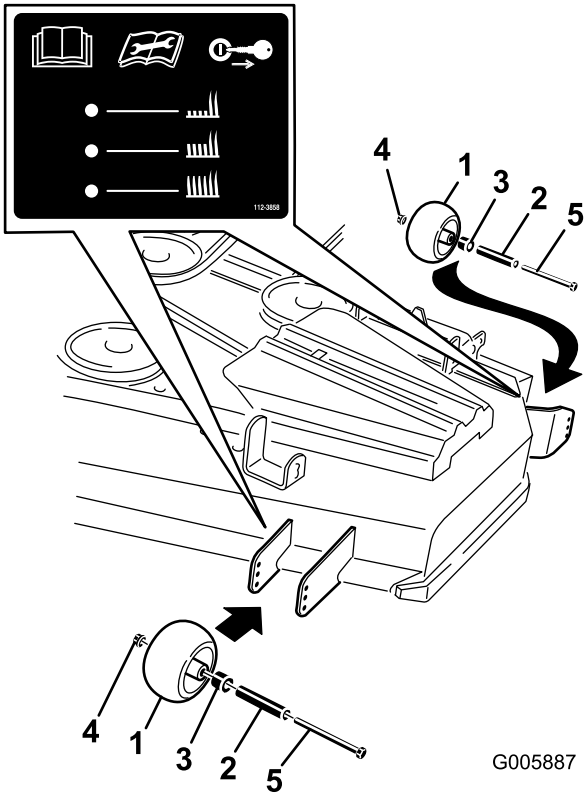
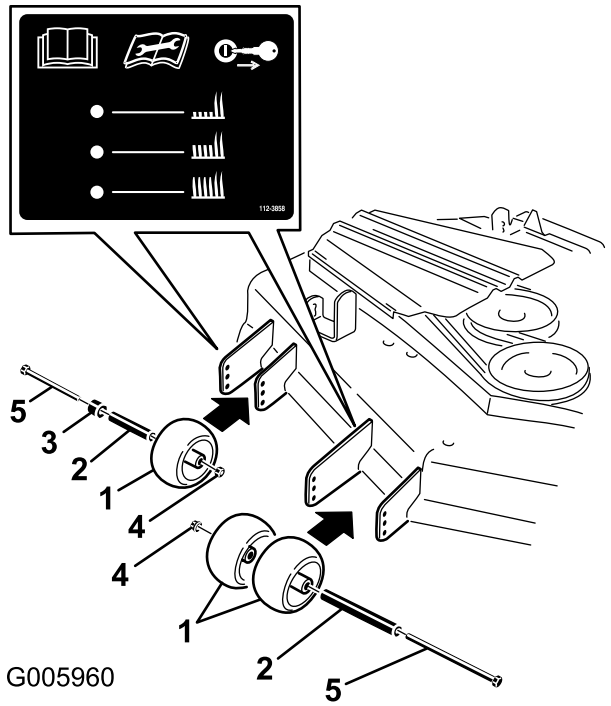

Figur 19
Figur 20
3. Etter å ha justert klippehøyden, juster valsene ved å fjerne flensmutteren, hylsen, avstandsstykket og bolten (Figur 19 eller Figur 20).
Merk: De to midtre valsene har ikke et avstandsstykke (Figur 19 eller Figur 20).
5. Monter flensmutteren, hylsen, avstandsstykket og bolten. Stram til med et moment på 54-61 Nm (Figur 19 eller Figur 20).